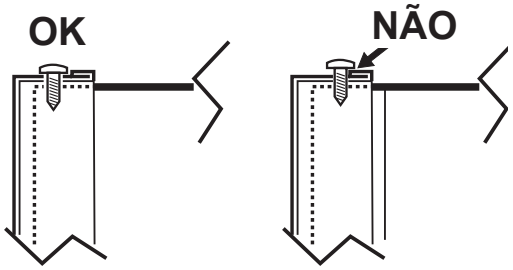

fig. 16 - montagem com parafusos inferiores
3. Proceda na ordem inversa para remontar o painel anterior. Assegure-se de que esteja corretamente fixado no painel superior e completamente apoiado nos painéis laterais. Uma vez apertado o parafuso “A”, sua cabeça deve estar posicionada conforme indicado em “fig. 16 - montagem com parafusos inferiores").
A placa de terminais (det. B fig. 16) se encontra no lado esquerdo da caixa elétrica da caldeira. A placa de terminais é de tipo mamute macho-fêmea. Na lateral da placa de terminais, está presente uma etiqueta de identificação dos seis terminais disponíveis.